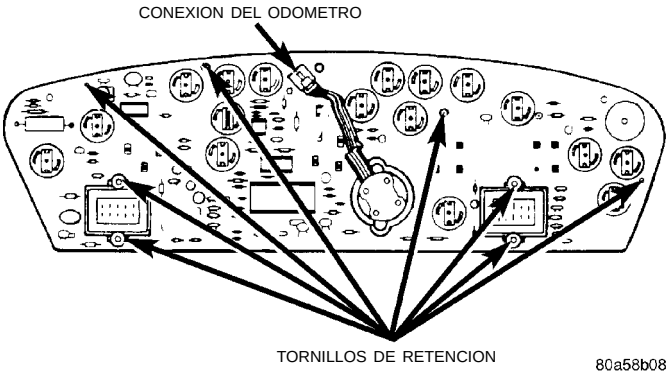

Fig. 18 Tarjeta de circuitos impresos
(3) Desconecte el conector del odómetro y retire los ocho tornillos que fijan la tarjeta de circuitos impresos (PC) a la caja (Fig. 18).
(4) Con cuidado retire la tarjeta de circuitos impresos del grupo de instrumentos.
(1) Retire el grupo de instrumentos. Consulte Desmontaje del grupo de instrumentos.
(2) Retire los tornillos que fijan la cubierta de la tarjeta PC (Fig. 18). Para acceder a los tornillos inferiores que fijan el cristal a la caja no es necesario retirar la almohadilla de espuma.
(3) Desconecte el conector del odómetro.
(4) Retire los tornillos que fijan el cristal y retire éste último.
(5) Haciendo movimiento de palanca, extraiga con cuidado el conjunto de cuadrante e indicador.